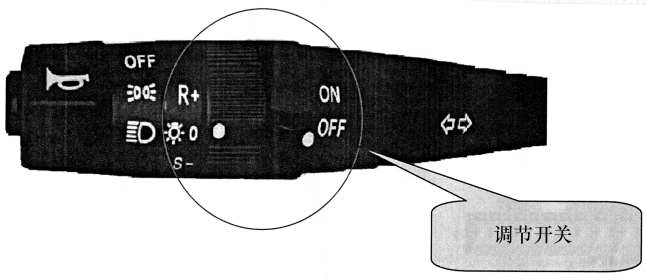

图 2-45　用低怠速调节开关调节怠速情况
① 通过组合开关上的巡航控制开关可以调节怠速。在 2s 之内，操作 OFF—ON—OFF—ON—OFF—ON，怠速回到 700r/min 运转，进入怠速调整模式。
② 按住 R +，发动机怠速转速上升，按住 S –，发动机怠速转速下降。转速调节范围：700 ~ 1000r/min。
③ 怠速调整到设定值后，踩下制动踏板或离合器踏板保存并退出，再次加电，怠速自动上升到设定值。
④ 直接关闭点火开关，只退出不保存。
⑤ 在没有退出低怠速调整模式时，加速踏板和快怠速调整无效。用低怠速调节开关调节怠速情况见图 2-45。